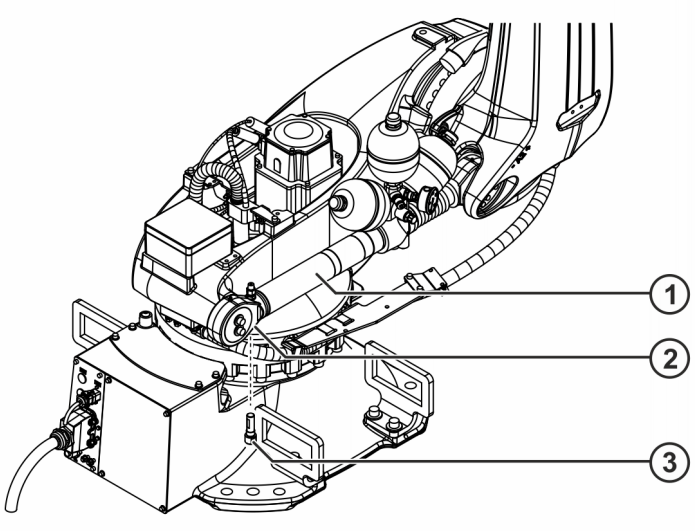

Fig. 8-21: Counterbalancing system, locking pin
20. Move the link arm in the plus direction until the locking pin is released. (>>> *Fig. 8-21*).